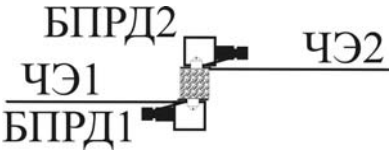

Рис. 10.15
10.2.6 При блокировании протяженных рубежей, когда последовательно устанавливается несколько извещателей, при разметке смежных ЧЭ (ЧЭ1 и ЧЭ2) около рядом расположенных БПРД смежных участков руководствоваться рис.10.14 (а,…,г), на рис. 10.14г изображен вид сбоку для варианта 10.14в. Расстояние А между конечными стойками смежных ЧЭ1 и ЧЭ2 должно быть **не менее 500 мм**. Заземляющий проводник от клеммы БПРД прокладывается по стойке до клеммы на опоре. В качестве заземляющего проводника использовать изолированный провод диаметром не менее 0,5 мм. К рядом расположенным БПРМ смежных флангов не предъявляется жестких требований, их можно устанавливать на две опоры как БПРД (см. рис.10.14а,…,г), так и на одну опору (см. рис.10.15). При этом оба БПРМ можно заземлить на общий заземлитель. На рис.